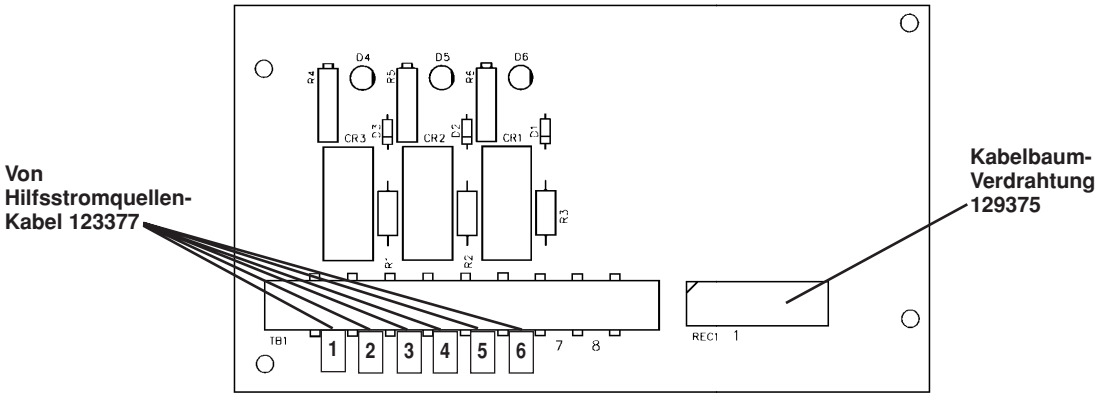
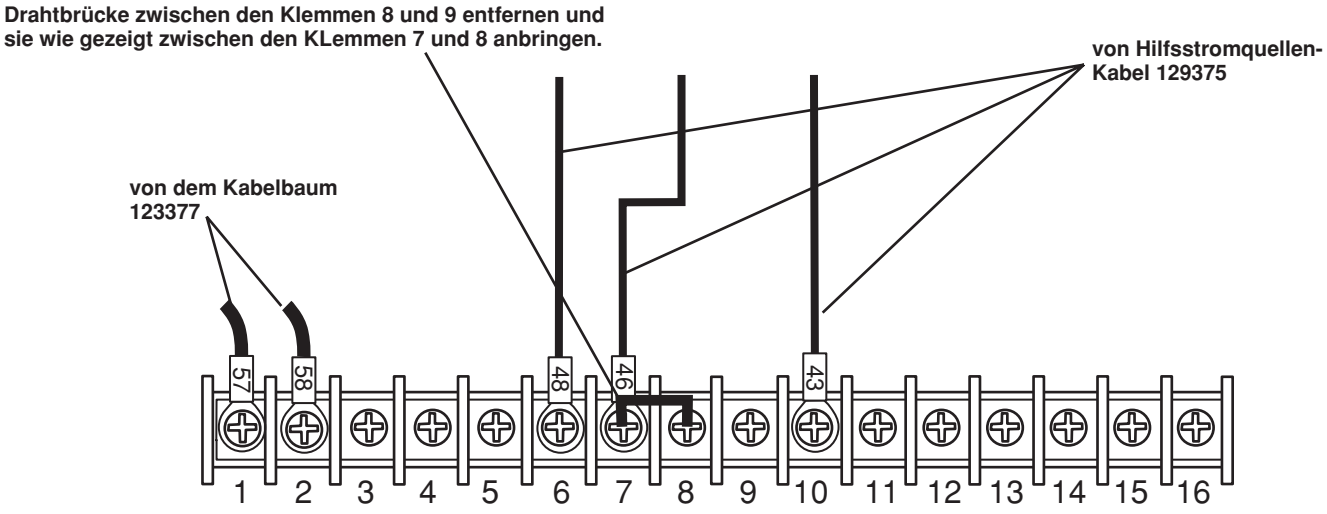

Abbildung a-2 Anschlüsse der Platine für Stromsollwert
Abbildung a-3a H401 Klemmenleisten-Anschlüsse
2. Gabelanschlußklemmen an die Klemmenleiste (TB1) auf der Strom-Sollwert-Karte anschließen: von links nach rechts sind die Anschlußklemmen 1, 2, 3, 4, 5, 6 anzuschließen. Siehe Abb. a-2.
1. Drähte 57 und 58 des Kabelbaums 123377 an die Punkte 1 und 2 der H401-Klemmenleiste anbringen, wie in Abb. a-3a gezeigt.
1. Drahtbrücke zwischen den H401-Klemmen 8 und 9 entfernen und eine Drahtbrücke zwischen den Klemmen 7 und 8 anbringen. Siehe Abbildung a-3a.
1. Kabelbaum 129375 von REC1 der Strom-Einstellwert-Baukarte (Abb. a-2) an die H401-Klemmenplätze anschließen, wie in Abb. a-3a gezeigt.